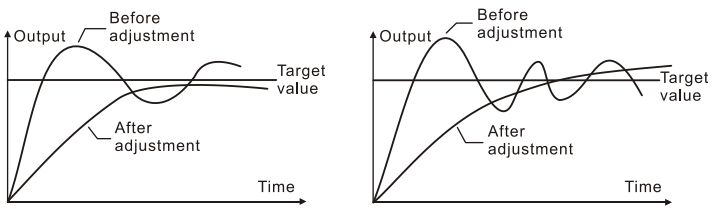

Figure 6-15 Suppress Output Exceeding of PID Control	Figure 6-16 Suppress Output Oscillation of PID Control
F133 and F134 must be used in coordination with F060, F061 and multi-function output terminal and mainly used for addition and reduction of auxiliary pumps. Refer to Figure 6-15 for details.
6) Refer to the descriptions in Figure 6-15/6-16 for specific application.